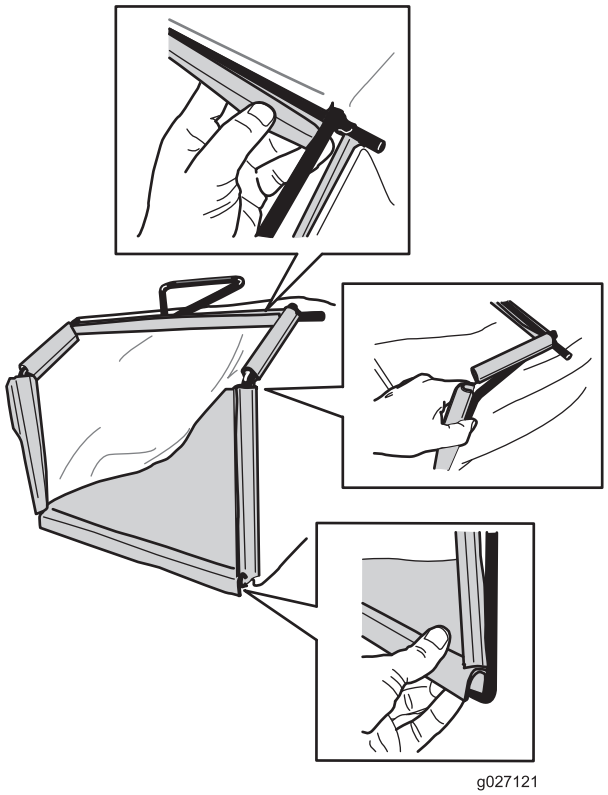

Figura 8
2. Agganciate il canale inferiore del cesto sul fondo del telaio (Figura 8).
3. Agganciate i canali superiore e laterali del cesto rispettivamente sulla parte superiore e quelle laterali del telaio (Figura 8).